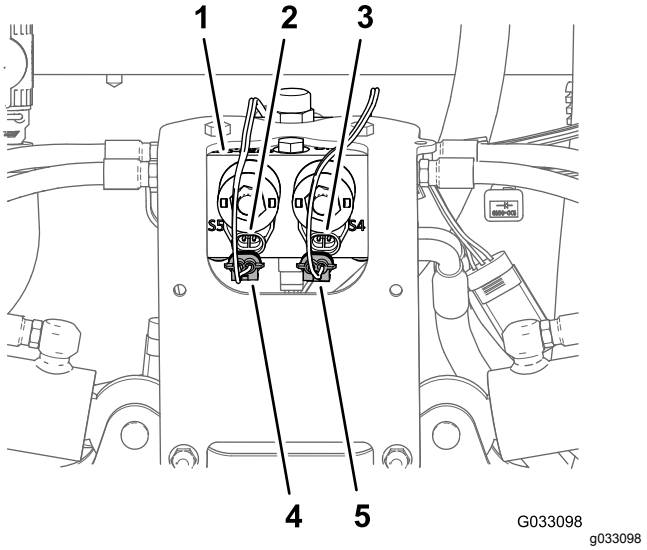

**Figur 16**
1. Frakobl konnektoren med 2 ben på den soniske boms ledningsnet fra højre cylinderaktiveringssolenoides konnektor med to ben på løftecylindermanifolden (Figur 16).
2. Frakobl konnektoren med to ben på det soniske bomsæts ledningsnet fra venstre cylinderaktiveringssolenoides konnektor med to ben på løftecylindermanifolden (Figur 16).